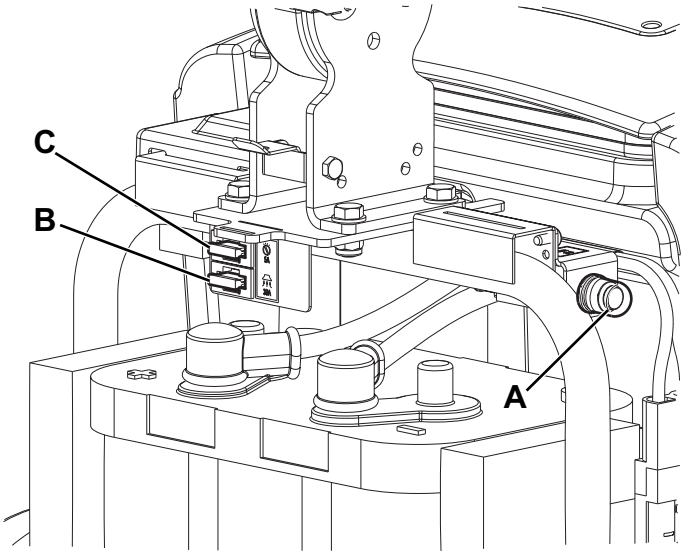

Figure 8
2. Check that the function selection knob (31) is turned to “0” and disconnect the battery connector (7).
3. Open the cover (4) and check one of the following fuses for deactivation or integrity (Fig. 8):
- (A): F1 (35 A) circuit breaker, brush motor.
- (B): F2 (30 A) blade fuse, vacuum system motor.
- (C): F3 (5 A) blade fuse, accessories.